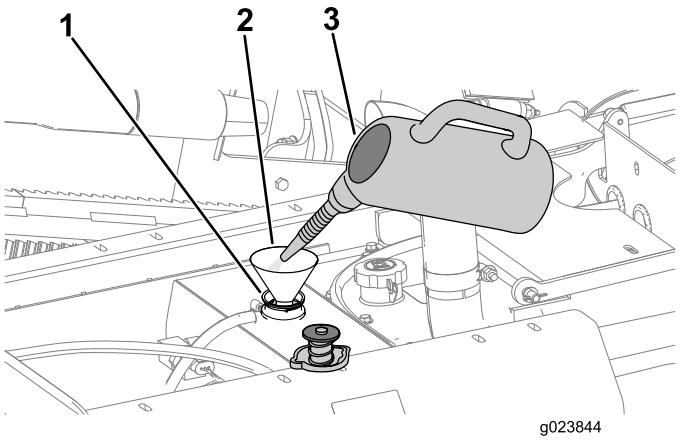

Figure 142
B. Versez une solution de nettoyage du système de refroidissement dans le radiateur par le goulot de remplissage (Figure 142).